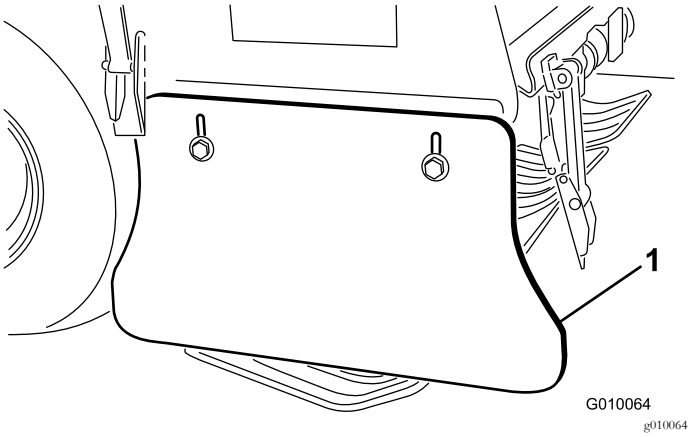

**Figur 62**
2. Løsne boltene og mutterne som fester sidebeskyttelsen til rammen (Figur 62).